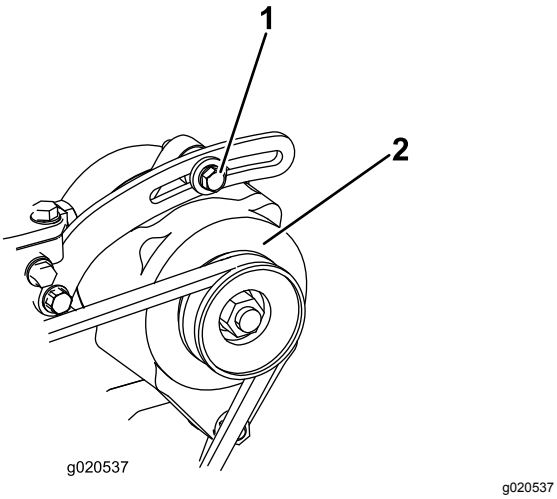

**Figur 99**
1. Hvis afbøjningen ikke er 10 mm, skal generatorens monteringsbolte løsnes (Figur 99).